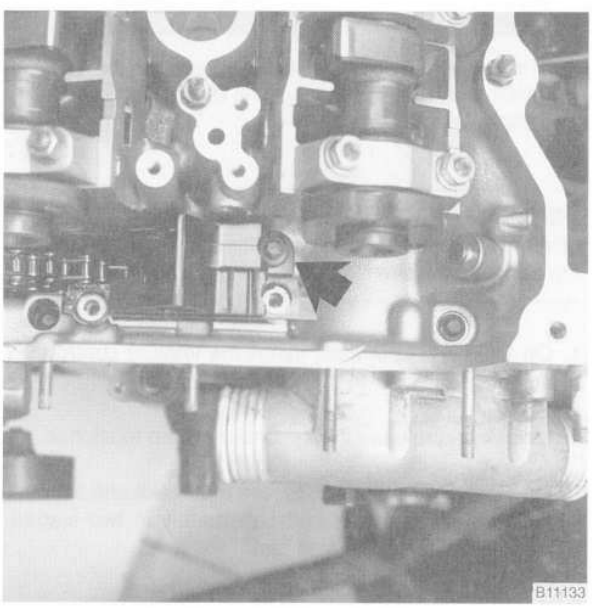

Fig. 18. Timing chain guide mounting bolt (**arrow**).
33. Remove the remaining Torx bolt from the timing chain guide. See Fig. 18.